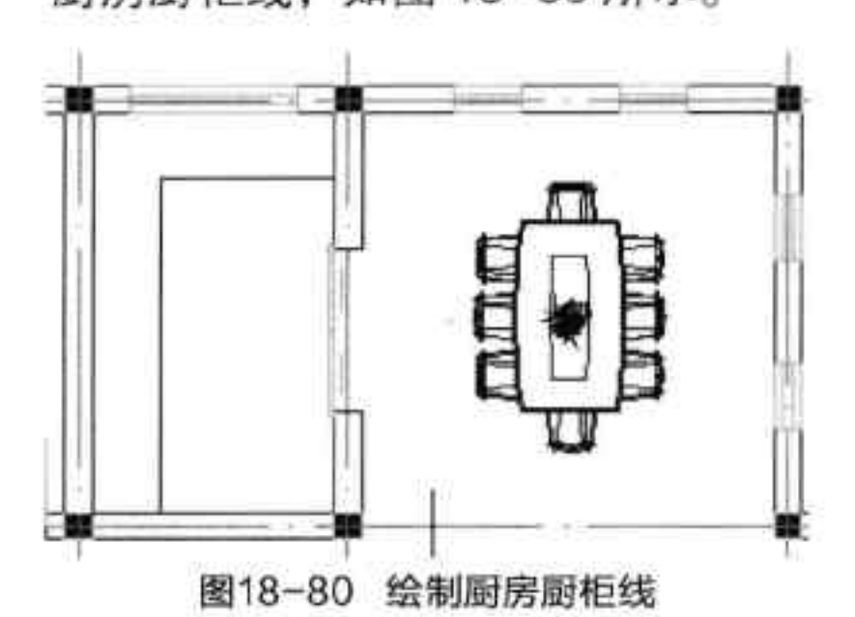

图18-80 绘制厨房厨柜线
Step11 使用 AutoCAD 直线命令，绘制厨房厨柜线，如图 18-80 所示。